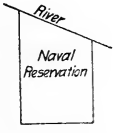

FIG. 3.
4. Having a property located on a river front, as indicated (Fig. 3), locate soundings and the course and rate of current, having only one transit. Graduate a sounding line for use on the above work. Describe a float for use in ascertaining the discharge of a stream.